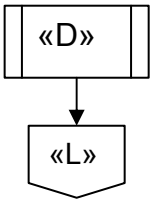

Рисунок 6 – Заводские установки
4.5.6.1 Раздел **Заводские установки.** (смотри рисунок 6) **инд 5.** Выбор режима осуществляется клавишей **Enter,** далее переход к **инд 1**.